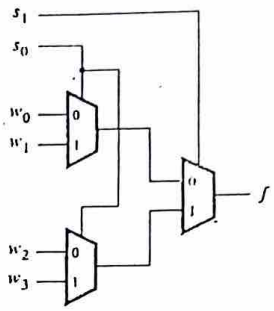

Fig. 10-2: A 4/1 MUX using 2/1 MUX
Step 4: Install the components of Fig 10-2 onto the breadboard of AT-700 and properly link the connections. Remember to connect each IC's pin 14 to "+5V" of DC power supply of AT-700 and pin 7 to "GND".
Step 5: Connect the Data switches to the inputs *s0, s1, w0, ... w3* fig. 10-2. Then connect 8 bit LED Display's "0", to the point *f* of Fig. 10-2.